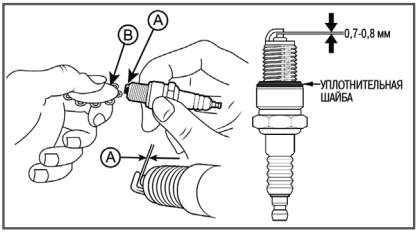

Рис. 29 Обслуживание свечи зажигания
4. Измерьте зазор А между электродами свечи зажигания специальным щупом В. Зазор А должен быть 0,7-0,8 мм (Рис. 29). При увеличении или уменьшении требуемого зазора, рекомендуется заменить свечу, так как регулировка зазора может привести к изменению качества искрообразования.